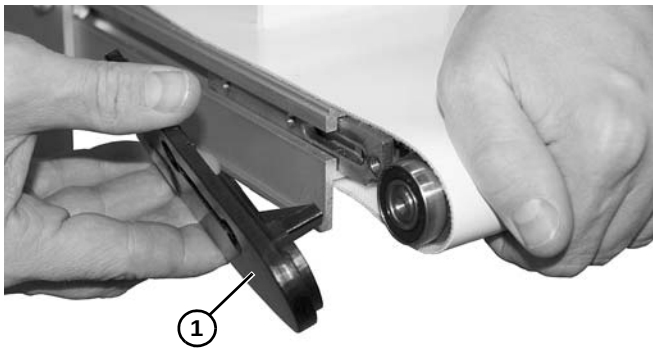

Figure 57
4. Retirer la plaque de tête **(Figure 57, élément 1)** du châssis du convoyeur tout en maintenant la broche en place.